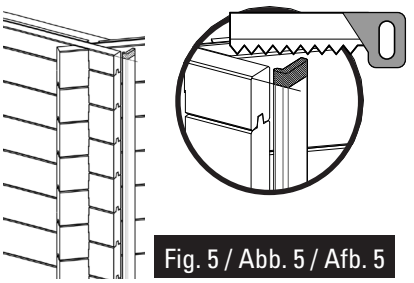
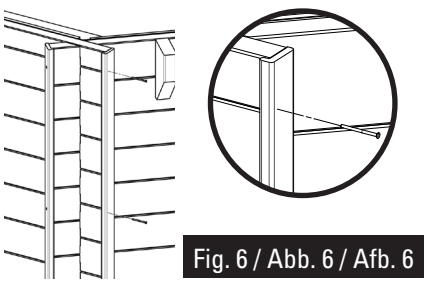

Fig. 5 / Abb. 5 / Afb. 5
Fig. 6 / Abb. 6 / Afb. 6
• Position the L trimming on the ends of the boards. • Cut off the excess part of the trimming according to the height of the pool if necessary (figure 5).
• Fix trimming L using 3 screws 4 x 60 uniformly distributed over the height of the piece (figure 6).
• Présentez le cache L sur les extrémités des madriers. • Coupez l'excédent de cache selon la hauteur du bassin si nécessaire (figure 5). • Fixez le cache L à l'aide de 3 vis 4x60 également réparties sur la hauteur (figure 6).
• Legen Sie die Zierleiste L auf die Enden der Bretter. • Falls erforderlich, schneiden Sie das, was von der Zierleiste übersteht, je nach Höhe des Beckens (Abb. 5) ab. • Befestigen Sie die Zierleiste L mit Hilfe von 3 Schrauben 4 x 60 gleichmäßig auf der Höhe (Abb. 6).
• Plaats sierlijst L op de uiteinden van de planken. • Indien nodig, overtollige stukken van de sierlijst afsnijden, afhankelijke van de hoogte van het bassin (afbeelding 5). • Zet de sierlijst L vast met behulp van 3 schroeven 4 x 60 gelijkmatig over de hoogte verdeeld (afbeelding 6).